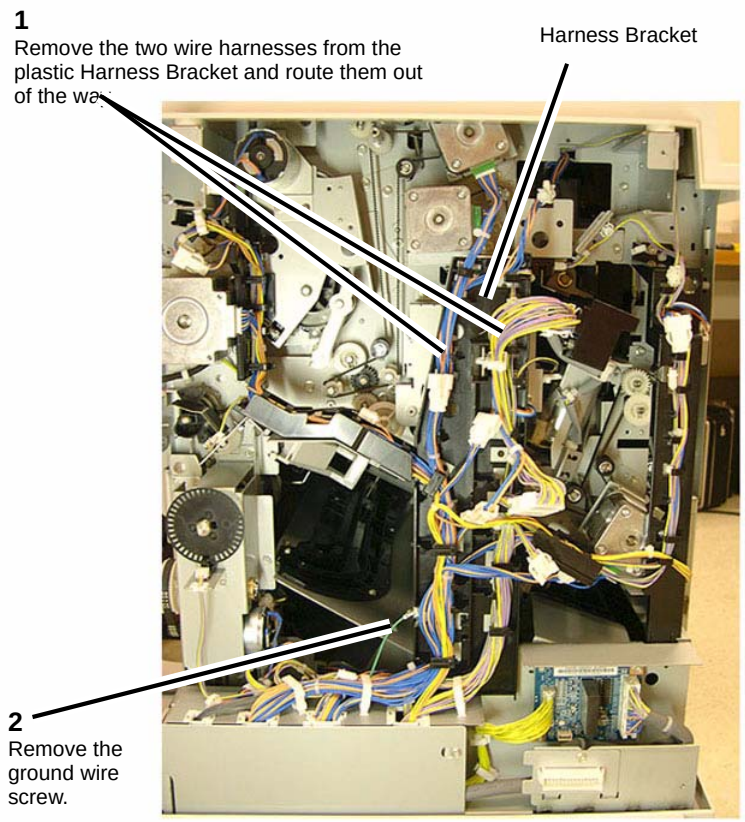

Figure 1 Routing the Wires out of the Harness Bracket
4. Route the wires out of the Harness Bracket (Figure 1).